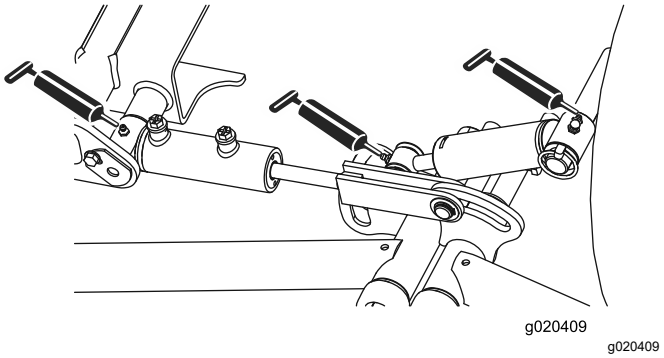

**Figur 46**
- Främre lyftarmstappar och lyftcylindrar (3 av varje), se Figur 46.